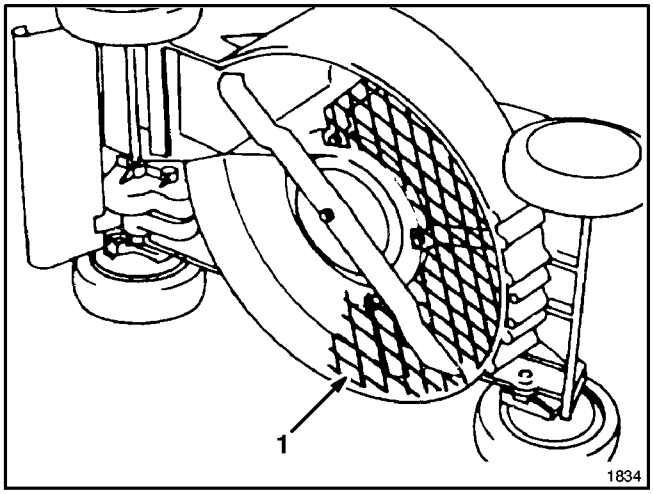

Figure 32
2. Leaf Shredder Kit, Model No. 59180—Installs on underside of mower in minutes without requiring removal of blade. Shreds leaves into small pieces for clean vacuuming into grass bag and convenient disposal (Fig. 32).